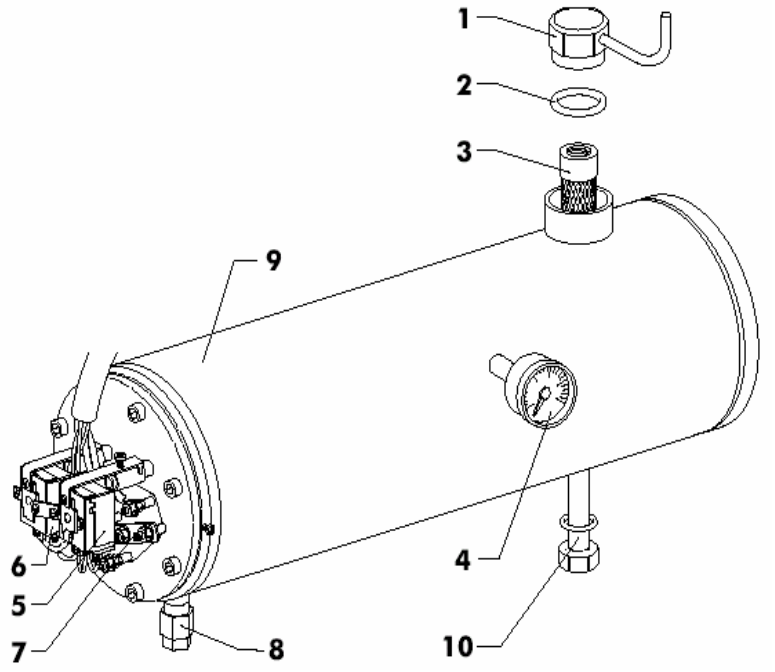

Рис. 12
С помощью терморегулятора минимальной температуры, который также располагается в подогревателе, как и терморегулятор максимальной температуры (см. рис. 12), стабилизируется минимальная температура в соответствии с работой горелки. Эта температура устанавливается примерно на 20÷30°C ниже максимальной и никогда не опускается ниже 70°C.
- Периодически очищайте фильтр резервуара (см. рис. 12). Пользуйтесь газойлем или бензином и примите меры, чтобы не повредить фильтрующую сетку. Очень загрязненный фильтр приводит к падению давления на форсунке, несмотря на то, что манометр, установленный на насосе, показывает нормальное давление.